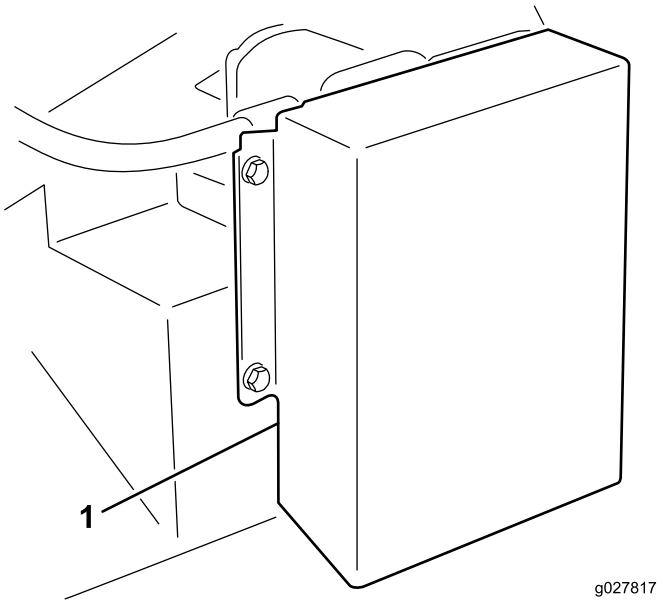

Figure 9
1. Retirez les fixations qui maintiennent la protection du moteur sur le cadre du plateau (Figure 9). Déposez la protection.
2. À l'arrière du cadre, desserrez le boulon qui fixe le tendeur de courroie au cadre (Fig. 9).
3. Retirez le boulon et l'écrou qui fixent le guide de tendeur au support de l'entraînement (Fig. 9). Le courroie se détend quand le boulon est retiré.